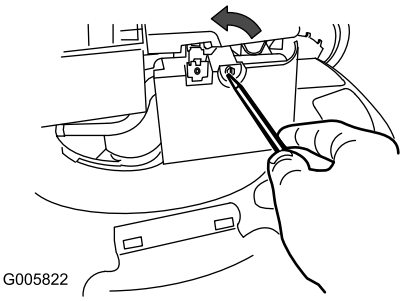

Figura 24
1. Utilice un destornillador para abrir la tapa del filtro de aire (Figura 24).